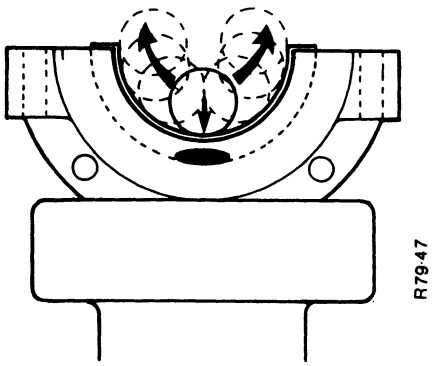

Figure 6. INSTALLING PACKING
4. Put a packing on the retainer and then push it into the groove with the smooth handle of a screwdriver. Push the handle down on the centre of the packing and slide the handle from the centre to each end of the packing. DO NOT roll the handle when pushing the packing into the groove. See Figure 6.